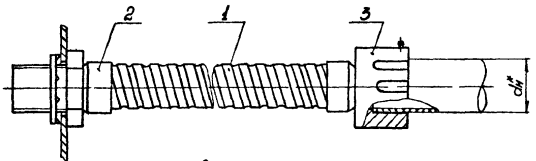

Рис. 3
3. Заземление (зануление) металлорукава поз.1 (рис.3) выполнить при помощи гибкой перемычки, присоединяемой к оболочке.
4. Степень защиты в месте ввода патрубка поз.4 в оболочку и в месте соединения трубы с металлорукавом поз. 1 по рис.3 – IP30.